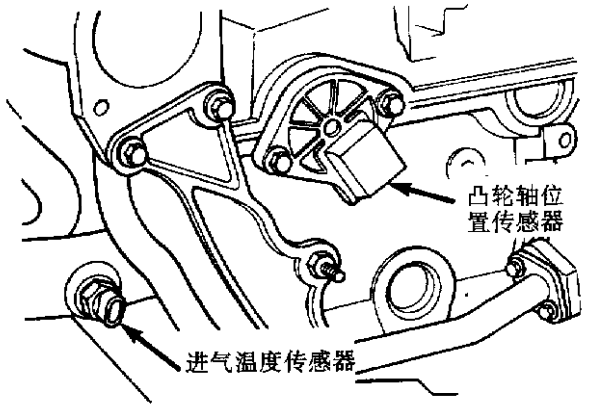
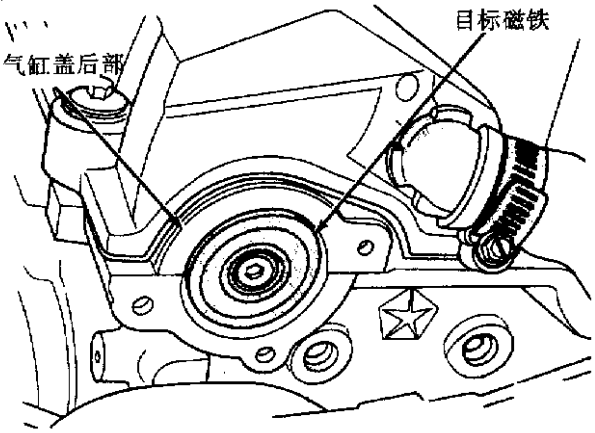
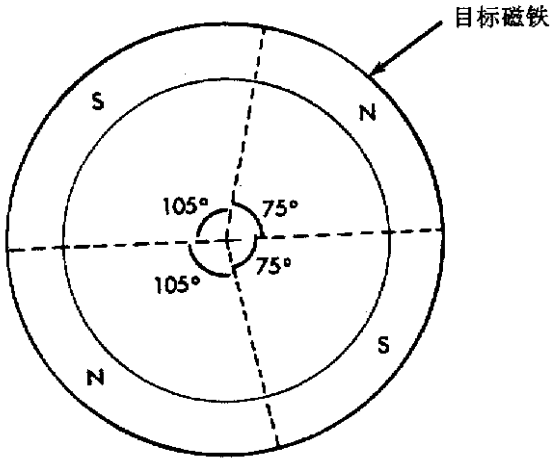

图4-64 凸轮轴位置传感器
图4-65 目标磁铁
图4-66 目标磁铁极性
② 2.4L。凸轮轴位置传感器连接到缸盖后面(图4-64)，装了一个目标磁铁在凸轮轴后面，并安置在正确位置(图4-65)。此磁铁有4个不同的磁极呈不对称排列。当目标磁铁转动时，凸轮轴位置传感器感应到极性的变化(图4-66)，传感器输出从高压(5.0V)转到低压(0.3V)的开关信号，当磁铁的北磁极通过传感器下面时，输出转高压，当南磁极通过传感器下面时，传感器输出转成低压。